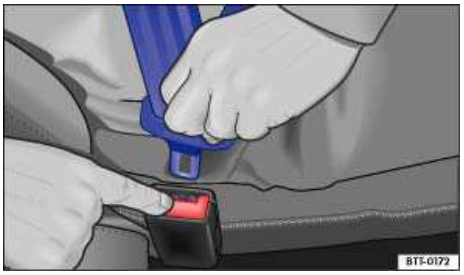

Fig. 53 Releasing the buckle tongue from the belt buckle.
- Press the red button on the buckle ⇒fig. 53. The buckle tongue is ejected.